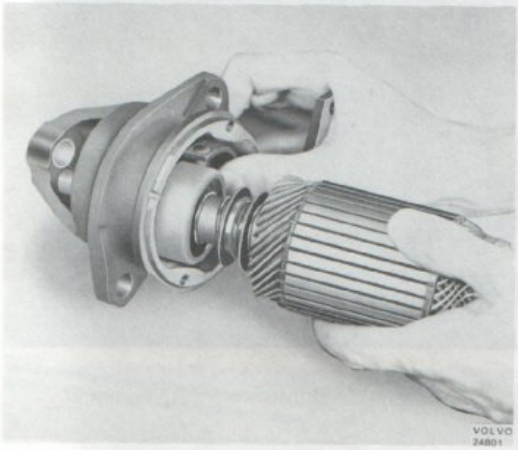

Bild 85. Borttagning av drev och rotor
4. Lyft ur rotorn med drev ur drevhuset, bild 85. Detta låter sig göras sedan ledskruven för manövermagnetens kopplingsarm skruvats loss.